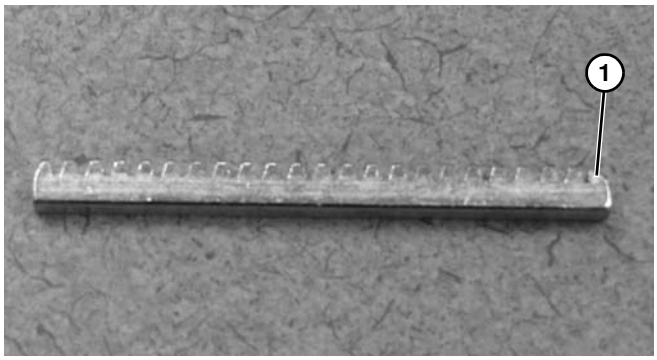

Abbildung 96
*Sicherstellen, dass die gebogene Seite **(Abbildung 96, Teil 1)** der Zahnstange NICHT in den Förderbandrahmen eingebaut ist.*